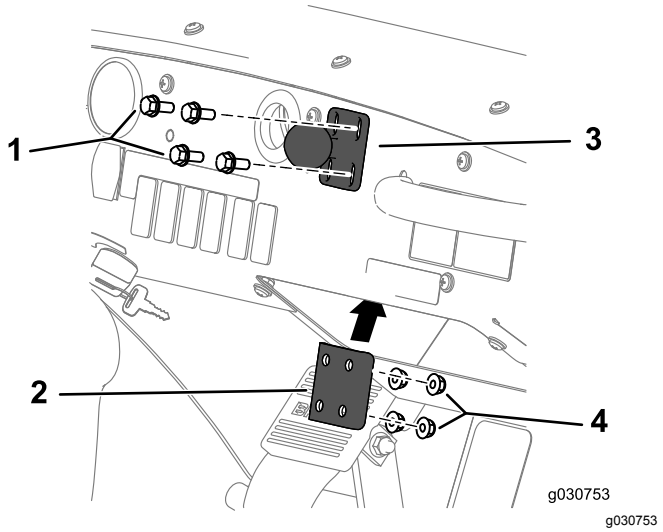

**Figur 152**
1. Monter kugledrejebeslaget på instrumentpanelet med de 4 bolte (1/4 x 1-1/2 tomme), afstiverpladen og flangelåsemøtrikken (1/4 tomme) som vist i Figur 152.